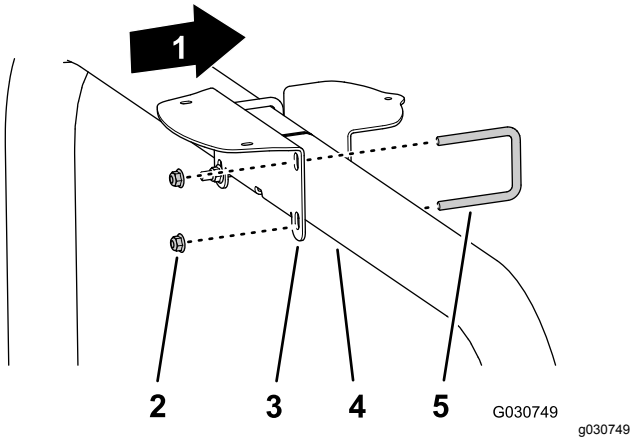

Figuur 143
- Als uw machine beschikt over een wereldwijd satellietnavigatiesysteem (GNSS) met wide area augmentation system (WAAS), monteer dan de beugel van de ontvanger op de buis van de rolbeugel (Figuur 143) met de 2 U-bouten en 4 flensborgmoeren (⅜").